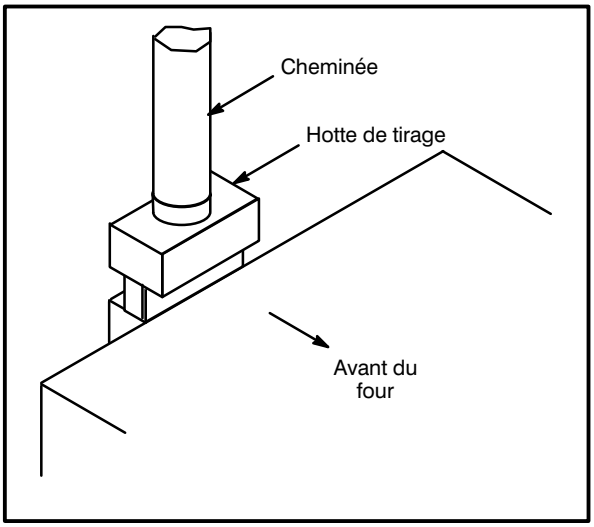

**Figure 9**
1. Placer la hotte de tirage au–dessus du connecteur de cheminée. Voir Figure 9.